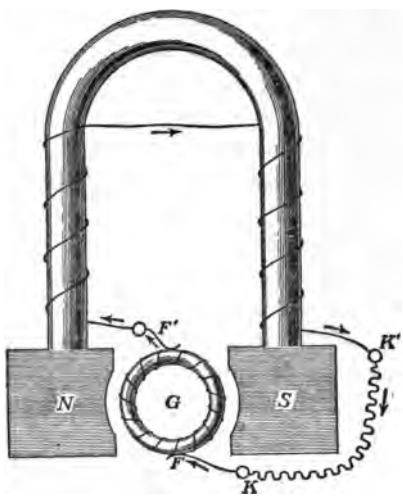

FIG. 25.
5. Hauptstrom-, Nebenschluß- und Compoundmaschinen. Dynamos, bei denen der ganze Ankerstrom, wie eben angenommen wurde, für die Erregung der Feldmagnete benutzt wird, nennt man Hauptstrommaschinen, auch Hauptschluß- oder Serienmaschinen. Anker, Magnetbewickelung und äußerer Stromkreis sind also bei diesen Maschinen hintereinander (in Serie) geschaltet (s. Fig. 25). Da der Erregerstrom eine große Stärke hat, so genügt es, eine Magnetbewickelung zu benutzen, die aus einer verhältnismässig geringen Anzahl von Windungen (eines dicken Drahtes) besteht.